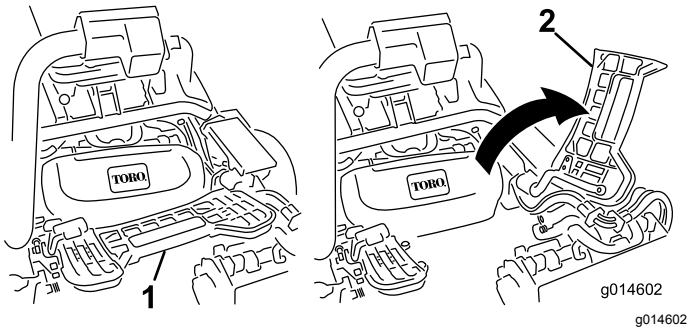

Figur 35
2. Lyft upp fotstödet och fäll upp det så att du kommer åt mittklippenheten (Figur 35).